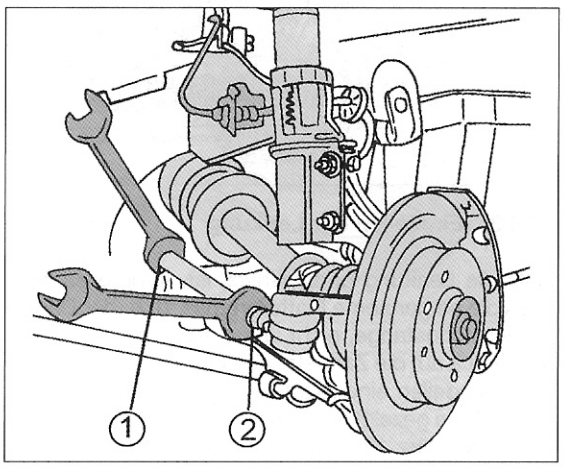

Bild 274
- Unter Bezug auf Bild 274 das innere Kugelgelenk (1) am inneren Ende der Spurstange mit einem Gabelschlüssel gegenhalten und die Kontermutter der Spurstange (2) lockern.
- Das innere Kugelgelenk (1) in Bild 274 mit dem Gabelschlüssel gegenhalten und die Kontermutter (2) mit 60 Nm anziehen.